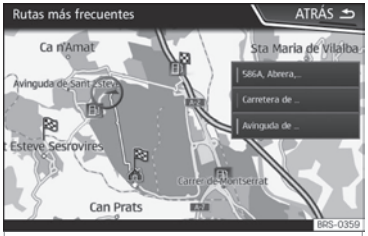

Fig. 170 Navegación preditiva
- Na pantalla principal do Menú de navegación, prema na ventá emerxente a tecla RUTAS FRECUENTES. Para visualizar as rutas habituais prema o botón Mostrar en mapa ›› fig. 170.